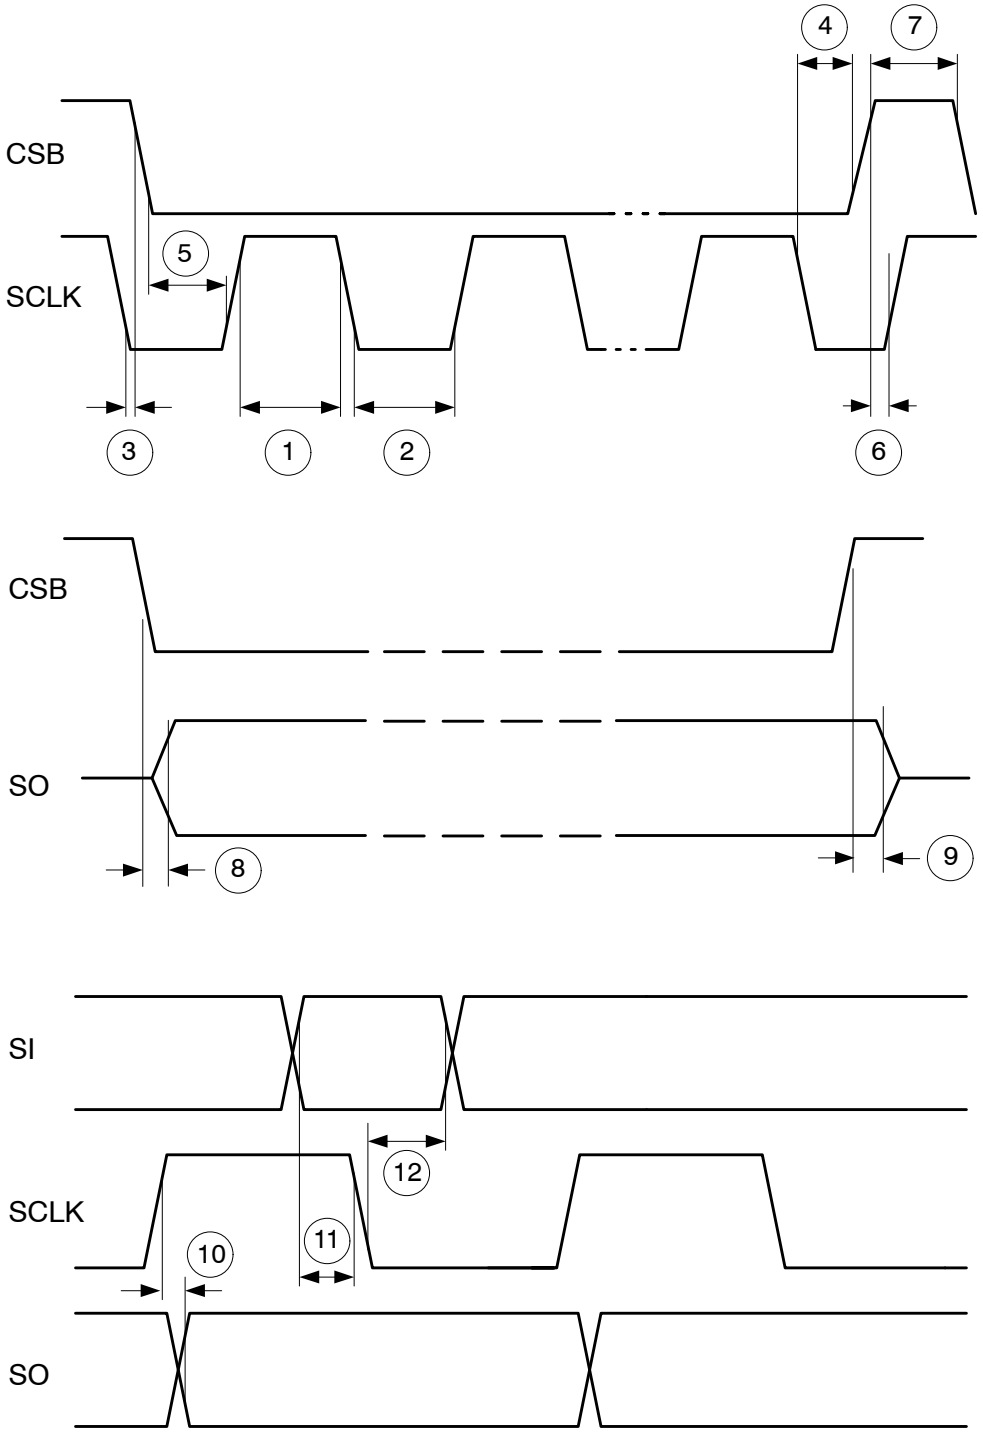

Figure 5. Detailed SPI Timing
3. CSB setup time (TcsbSup: Figure 5, #5) is satisfied.